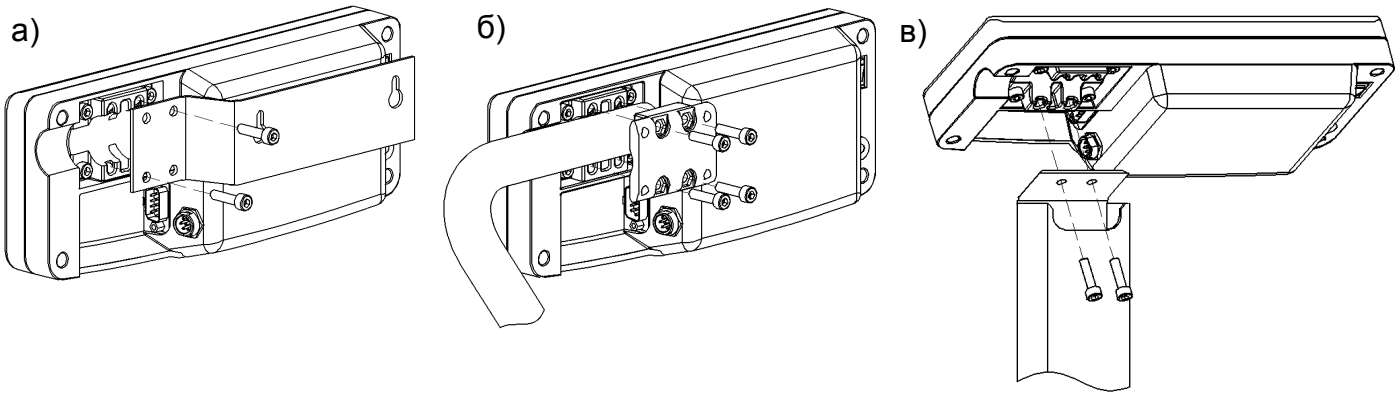

Рис. 5.4 - Варианты крепления устройства индикации:
- подсоединить двумя винтами М5х20 кронштейн к устройству индикации (Рис. 5.4а);
- закрепить устройство индикации на стойке кронштейном, затянув четыре винта М5х30 с небольшим усилием (Рис. 5.4б). Излишек кабеля заправить в стойку со стороны устройства индикации;
- закрепить двумя винтами М5х20 устройство индикации на стойке (Рис. 5.4). Излишек кабеля заправить в стойку.